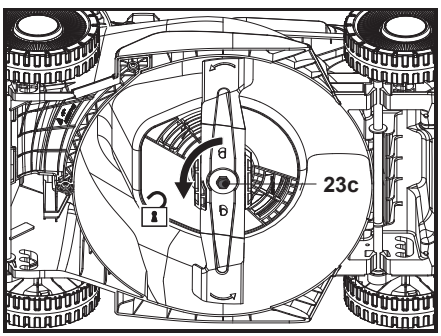

Fig. 17
1. Mantenga la parte inferior y la cuchilla (23) limpias y libres de suciedad. Retire los recortes del canal de descarga trasero (22).
3. Mantenga la cuchilla (23) afilada para garantizar un buen rendimiento de corte. Sustituya una cuchilla desgastada o dañada por una nueva del mismo tipo o pida a un especialista cualificado que la afile.
4. Afloje el perno de montaje (23c) girándolo hacia la izquierda con una llave de impacto eléctrica adecuada (vaso de 13 mm) (Fig. 17) y retírelo junto con la arandela plana (23b) y la cuchilla (23).